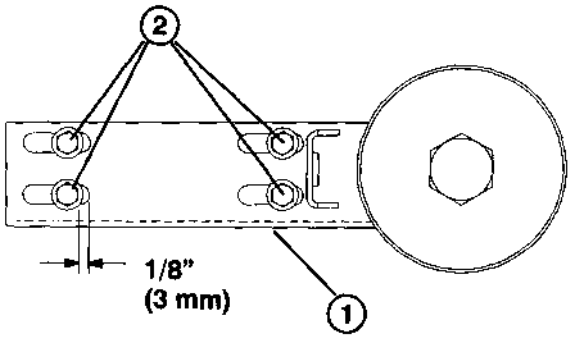
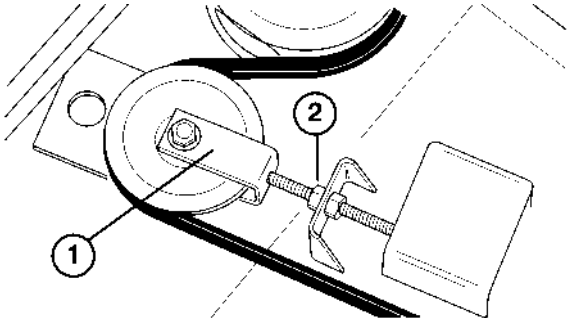

Afbeelding 63
Afbeelding 64
2. Let op de positie van de borstbouten in de sleuven in de spanplaat. De riemspanning zal optimaal blijven als de afstand tussen de flensen op de borstbouten en de schijfeinden van de sleuven 3 mm is (Afb. 63). Als deze afstand groter is dan 9 mm, moet deze worden bijgesteld.
3. Om de afstand bij te stellen, draait u de contramoer los (Afb. 64) en verlengt u de spanarm totdat de afstand tussen de flensen op de borstbouten en de schijfeinden van de sleuven 3 mm is (Afb. 63).
2. Draai de contramoeren waarmee de spanplaat vastzit, los totdat de drukveer op het draagrolstel is ontspannen (Afb. 64).
2. Verwijder de kappen van het maaidek en hef de riemspanning op alle riemen op (Afb. 64).